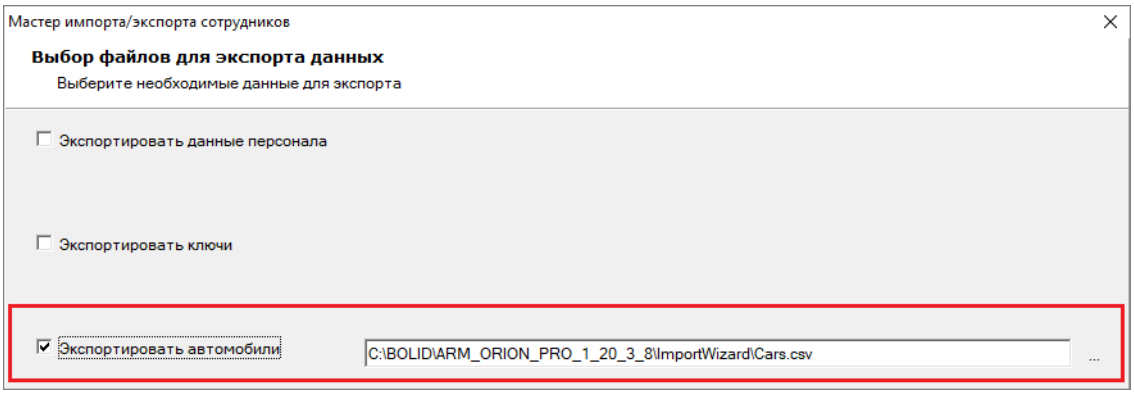

Рисунок 15-32 Выбор экспорта данных автомобилей
– ***Экспортировать автомобили*** – установите флаг напротив этого параметра, чтобы выбрать для экспорта из БД данные автомобилей. После установки флага (см. Рисунок 15-32) станет доступно поле для определения адреса файла, в который будет осуществляться экспорт данных (по умолчанию – файл «Cars.csv» в папке «ImportWizard», расположенной в каталоге с установленным АРМ «Орион Про»);